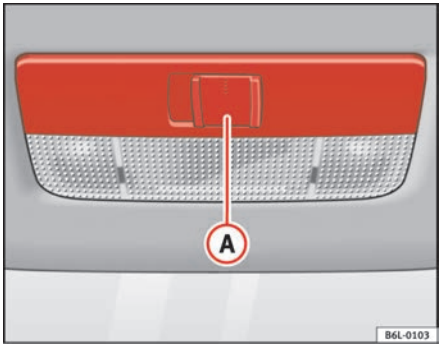

Fig. 57 Interior roof trim: front interior lights
The switch (A) ⇒ fig. 57 is used to select the following positions:
Move the switch to position O ⇒ fig. 57.